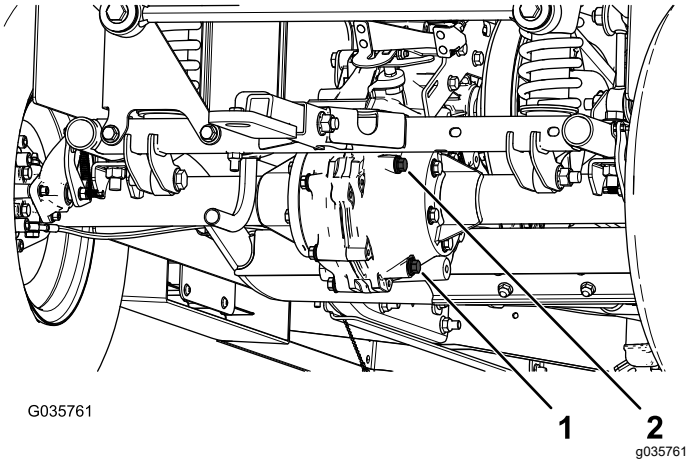

Rysunek 59
4. Wykręć korek wlewu oleju ze skrzyni biegów (Rysunek 59).
5. Jeżeli poziom oleju jest niski, zdejmij korek i dolej zalecanego oleju, dopóki nie wypłynie on przez otwór (Rysunek 59).
1. Umieść miskę drenażową pod korkiem spustowym (Rysunek 59).
2. Wyjmij korek wlewu i uszczelkę (Rysunek 59).
3. Wykręć korek spustowy i poczekaj, aż spłynie cały olej (Rysunek 59).